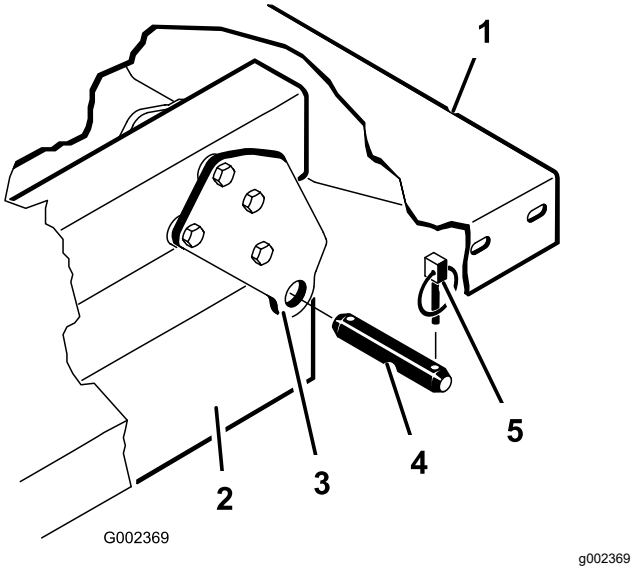

**Figuur 34**
**Opmerking:** Zorg ervoor dat de achterste draaiplaten zijn bevestigd aan het frame van de laadbak/balk zodat het achterste uiteinde naar achteren draait (Figuur 34).